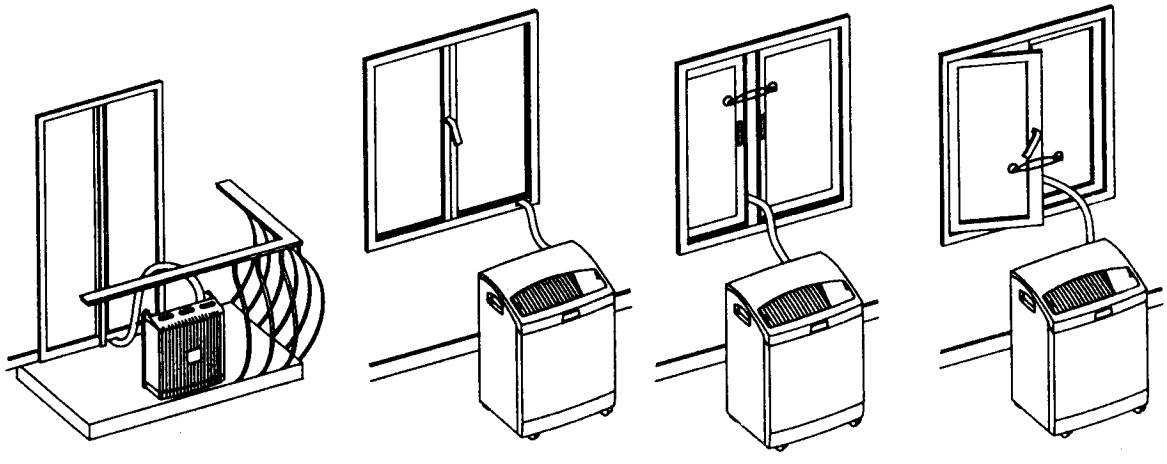

Fig. 8 Fig. 9 Fig. 10 Fig. 11
8. Pratiquer une ouverture dans la partie intérieure de la porte ou du châssis de fenêtre pour le passage du tuyau de raccord (voir Fig. 8, 9, 10 et 11).